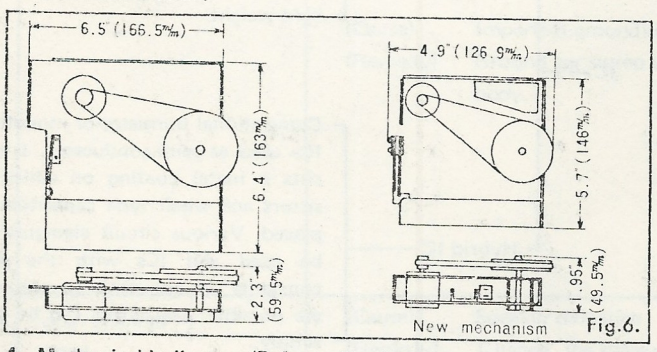

Fig.6.
3. Very small mechanism (Refer to Fig. 6)